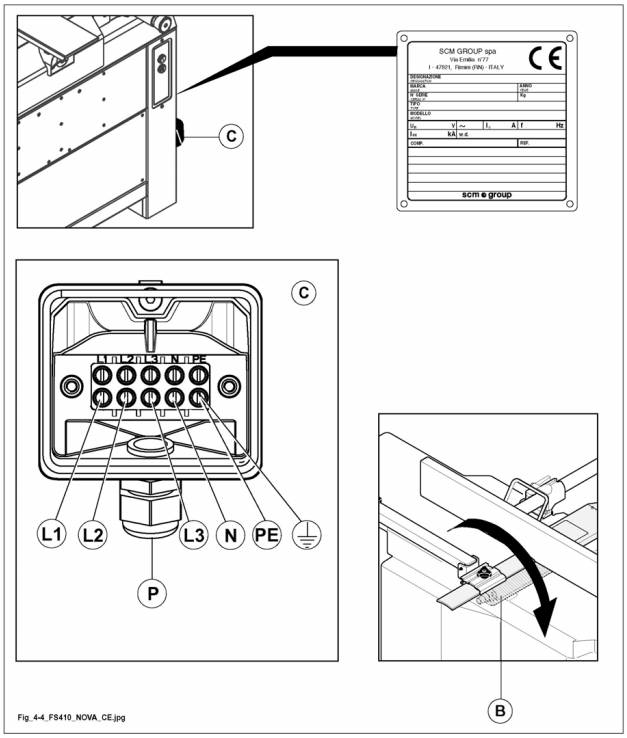

Fig. 4.4
- togliere il coperchio della morsettiera elettrica (C fig. 4.4);
- inserire il cavo di alimentazione, nell'apposito pressacavo (P fig. 4.4);
- collegare le 3 fasi del cavo elettrico ai morsetti L1-L2-L3 (fig. 4.4);
- collegare il cavo neutro, se presente, al morsetto (N fig. 4.4);
- rimontare il coperchio della morsettiera elettrica (C fig. 4.4);
- serrare con cura il pressacavo (P fig. 4.4).